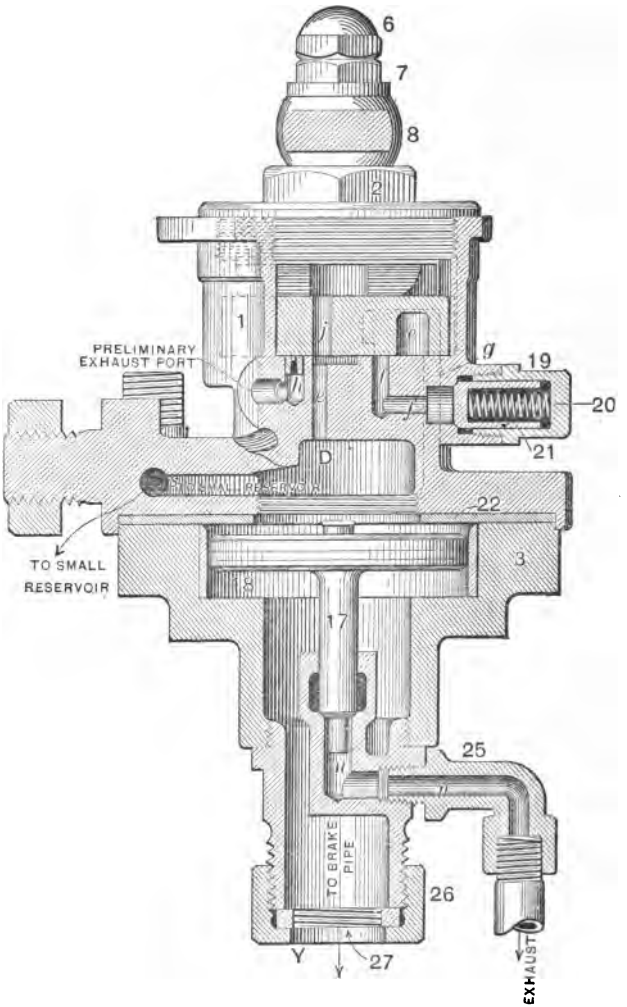
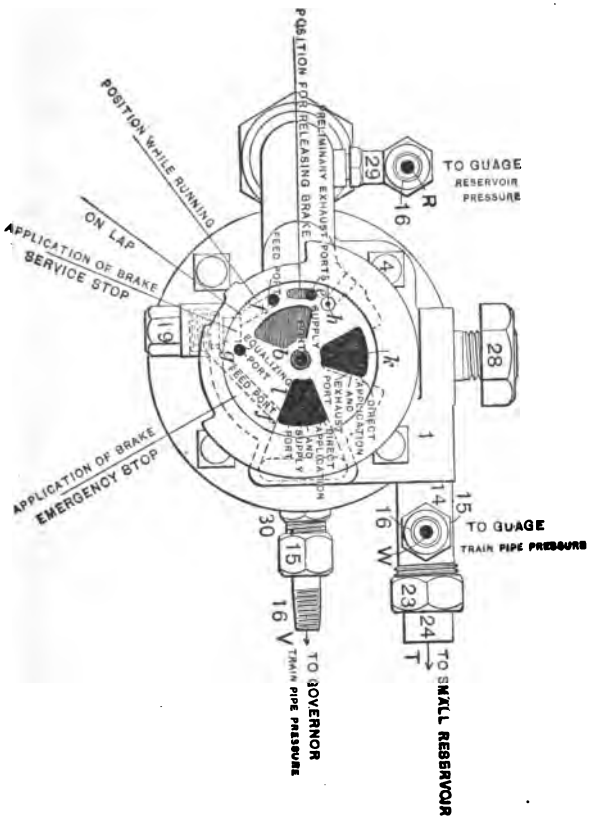
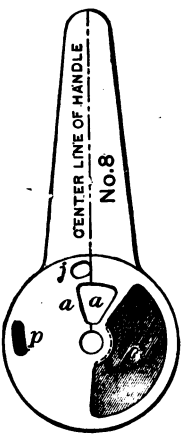

FIG. 32.—D 8 BRAKE VALVE.
FIG. 33.—D 8 BRAKE VALVE.
FIG. 34.—SHOWING BOTTOM SIDE OF ROTARY OF D 8 VALVE.
Port *g* in the rotary seat (Fig. 33) leads to chamber *D* and is exposed to cavity *c* of the rotary in this position of the valve so that air passing from the main reservoir into the train line through cavity *c* is also free to go to the little drum through port *g*.
In this position Fig. 32 shows port *j* open to port *e*, and main reservoir pressure passes directly to the little drum through these ports.
A. In this position port *j* (Fig. 32) is moved around directly over port *f* in the rotary seat. The main reservoir pressure coming from the top of the rotary feeds through ports *j* and *f* and strikes the valve 21, which is held to its seat by the excess pressure spring 20. This spring has a tension of twenty pounds so that when the main reservoir pressure is twenty pounds greater than that back of the valve, or train-line pressure, the valve is forced from its seat and the air coming from the main reservoir passes through port *f* (Fig. 33) into port *l* and into the train line at *Y*. At the same time it feeds into the train line through port *l*, it feeds up under the rotary into cavity *c* which, as in full release, is exposed to port *l*. Port *g* in the rotary seat (Fig. 33) is still
A. A lug on the inside of the rotary rim covers port *g* (Fig. 33) in this position.
A. In this position, the slot *p* on the under side of the rotary (Fig. 34) connects port *e*, which leads through the rotary seat to the little drum, with port *h* in the rotary seat (Figs. 32 and 33) leading to the atmosphere.
*Q. What is the object of the small slot in the rotary seat (Fig. 33) leading from port e, which leads to cavity D, towards port f?*
*Q. What would happen if the air from the main reservoir reached the under side of the piston 17 (Fig. 32) first?*
A. The rotary leaks or there is dirt on the excess pressure valve 21 (Fig. 32).
A. The excess pressure spring 20 (Fig. 32) is weak.
A. The engineer watches the gauge and partially closes the pump throttle, or, on some roads, two governors are used, one connected to the main reservoir pressure and the other, as in the cut (Fig. 33), with the train line.